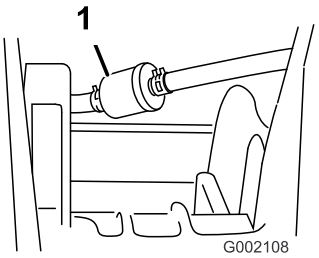

Figur 37
5. Ta bort klämmorna som håller fast bränslefiltret på bränsleledningarna (Figur 37).